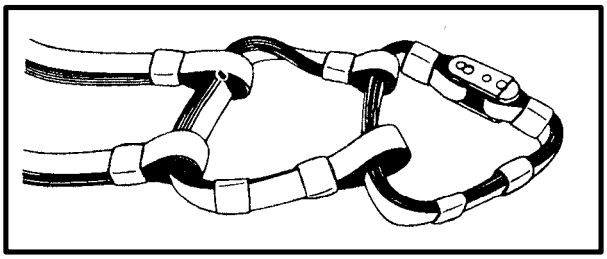

*Figure 6-32. Basket Hitch*
**(2)** The basket hitch (Figure 6-32) attaches sling legs to the load or to the ring. It is easy to remove this hitch